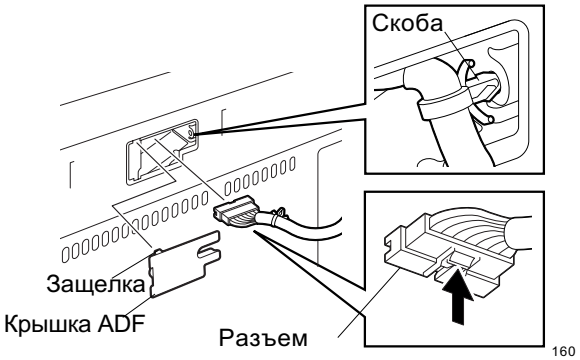

Fig. 6-1
1. Снимите ADF. (смотри Fig. 6-1и 6-2)